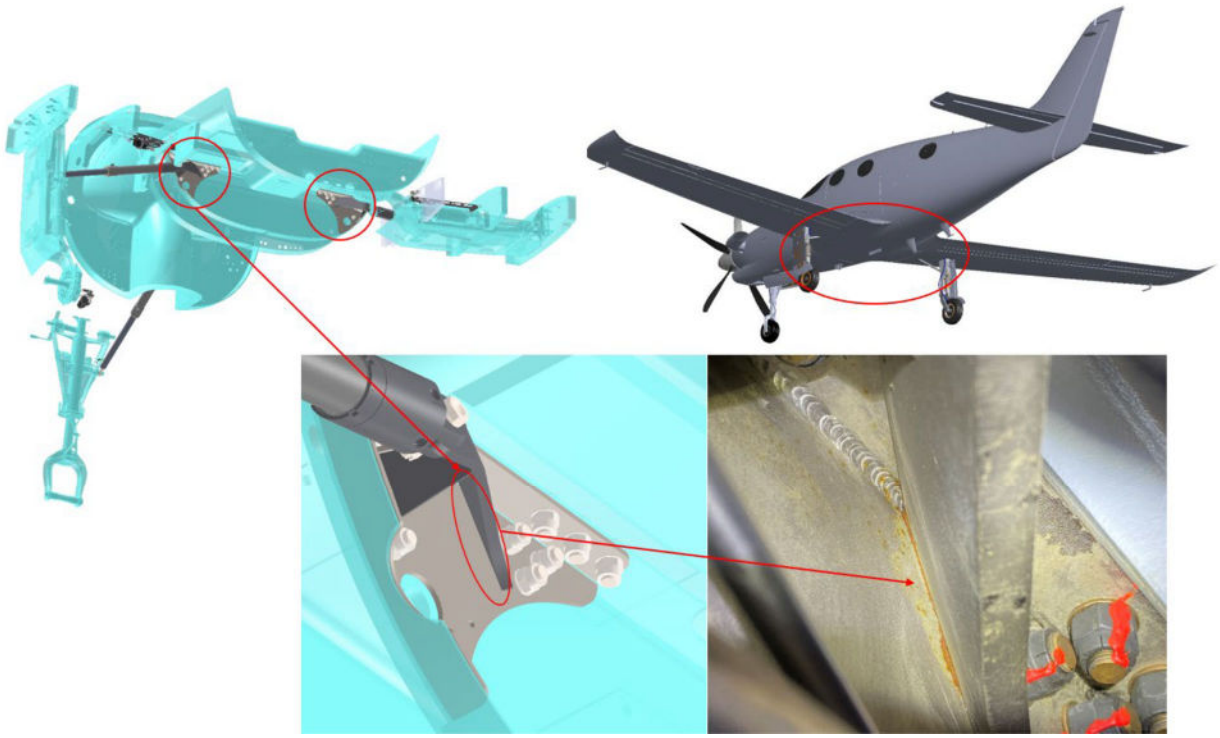

Figure 5: Main Landing Gear Actuator Mount Corrosion
7. If corrosion is found the left or right main landing gear actuator mounting bracket, perform the steps that follow (Refer to Figure 5):